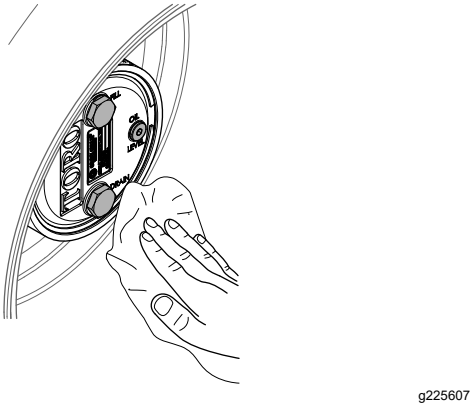

Figur 103
3. Tørk av planetgirethuset og bremsehuset (Figur 103).